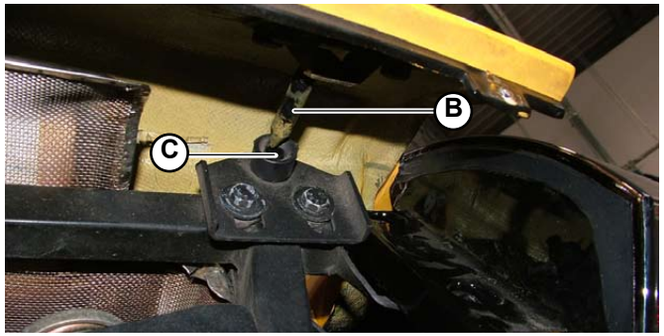

Fig.4
3. Position the hood and insert the joints (**B-Fig.4**) into the bushings (**C-Fig.4**).